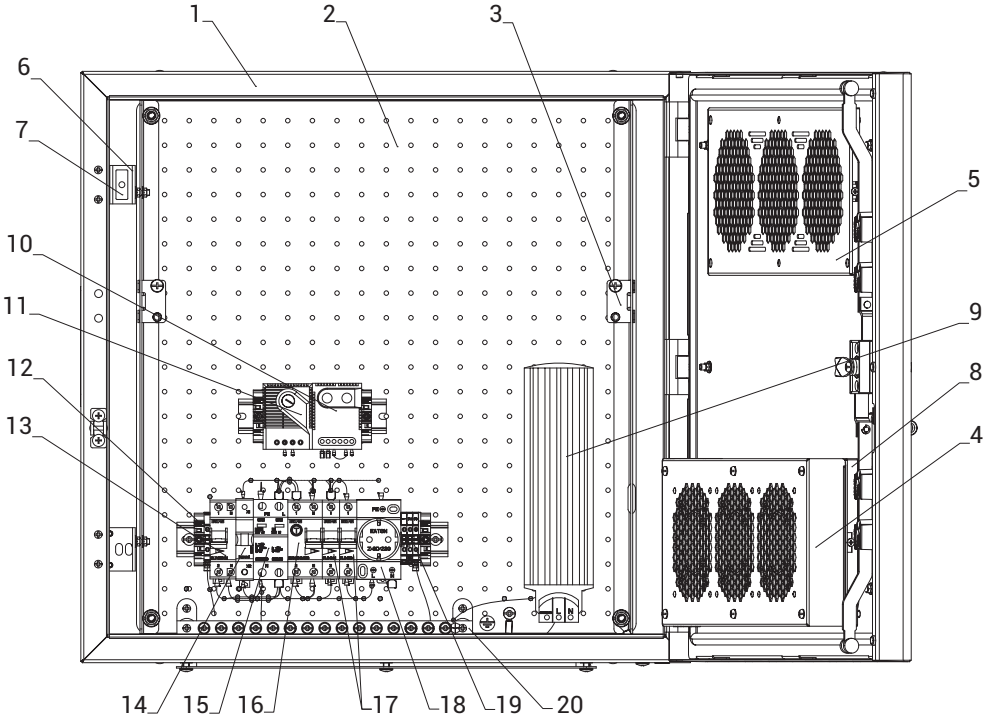

Рисунок 1. Общий вид шкафа серии ШТВ-Н
Корпус шкафов серии ШТВ-Н (поз.1 рис. 1) имеет металлическую сварную конструкцию, внутри покрыт слоем утеплителя с фольгированием, что увеличивает термоизоляцию и уменьшает теплопотери через стенки шкафа. В комплект шкафа входят задняя перфорированная оцинкованная панель (поз. 2. рис. 1) и комплект вертикальных юнитовых панелей (поз. 3 рис. 1). Отверстия для ввода кабелей находятся в основании шкафа. Корпус шкафов серии ШТВ-НП выполнен из полиэстера, армированного стекловолокном.
Двери шкафов серии ШТВ-Н имеют перфорацию, которая обеспечивает вентиляцию установленного в нём оборудования, но при этом исключает прямой доступ в полость шкафа и попадание в него инородных предметов. В дверь шкафа исполнения Т1, Т3 встроена система вентиляции, состоящая из модуля вентиляторного (поз. 4 рис. 1), установленного поверх фильтра с повышенной площадью фильтрации (поз. 8 рис. 1) и фильтра выпускного (поз. 5 рис. 1). Максимальный угол открытия двери шкафа 120°. На кронштейне (поз. 6 рис. 1), закреплённом на петле двери, установлен датчик открытия дверей (поз. 7 рис. 1). Кабель от модуля вентиляторного подключается к клеммнику (XT2) (поз. 19 рис. 1).
На оцинкованной панели расположены две DIN-рейки с установленной аппаратурой и шина заземления (поз.20 рис.1). На верхней DIN-рейке расположен терморегулятор (поз.10 рис.1) и гигростат (поз.11 рис.1). На нижней DIN-рейке расположены аппараты вводно-распределительного устройства (ВРУ), состоящего из:
- вводной автоматический выключатель QF1 (поз. 13 рис. 1)
- автоматические выключатели QF2, QF3 (поз. 17 рис. 1)
- ограничитель перенапряжения FV1 (поз. 15 рис. 1)
- УЗО QA1 (поз. 16 рис. 1)
- индикатор напряжения HL1 (поз. 14 рис. 1)
- модульная розетка XS1 (поз. 18 рис. 1)
- клеммник XT2 (поз. 19 рис. 1)
- шина заземления XT/PE (поз. 20 рис.1)